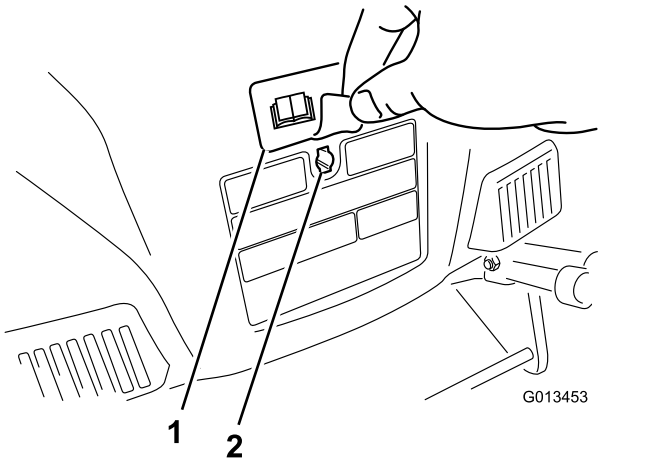

**Figur 5**
3. Ta bort dekalen som sitter för det maskinbearbetade införingshålet baktill på kåpan (Figur 5).